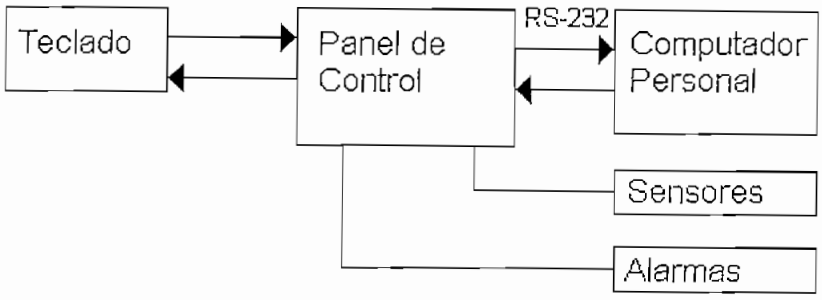

Figura 1.5
4) En el mercado también se pueden encontrar diseños más complejos donde al diseño anterior se le añade un computador personal. La función del computador personal es mantener un registro de la operación y permite programar fácilmente zonas y horarios. Una descripción del sistema se tiene en el diagrama de bloques de la Figura 1.5.